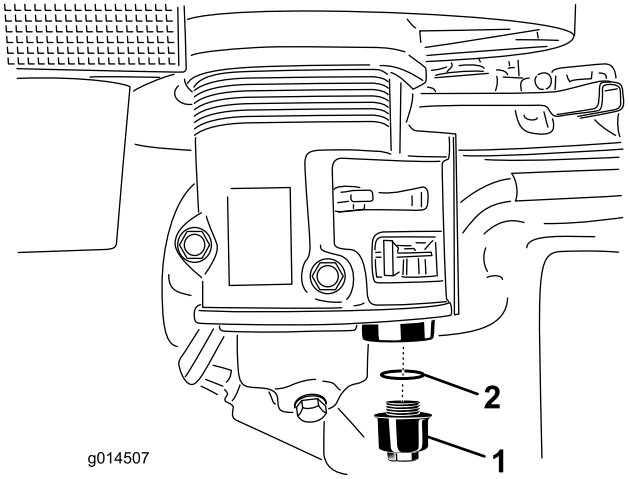

Figure 17
2. Dévissez la cuvette de décantation. Veillez à ne pas perdre le joint torique (Figure 17).